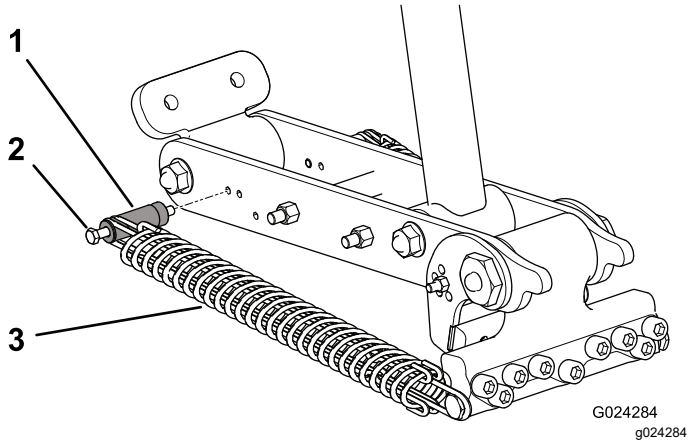
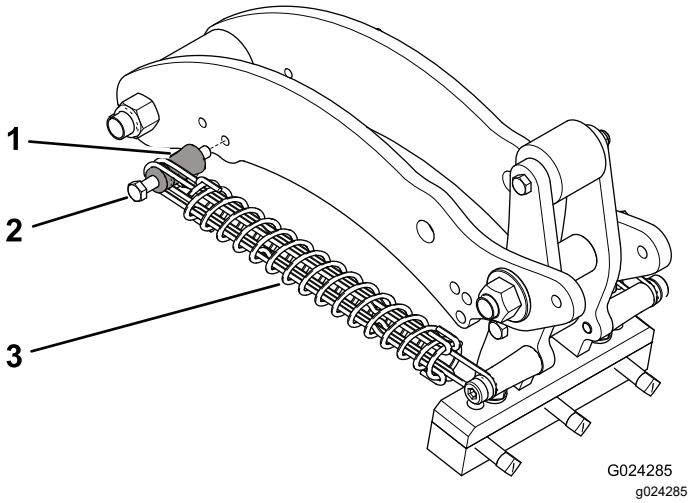

Bild 39
Bild 40
4. Entfernen Sie die Mutter, mit der die Schraube der Federbefestigungsstrebe am Gestängearm befestigt ist (Bild 39 oder Bild 40).
5. Nehmen Sie die Schraube der Befestigungsstrebe und die Befestigungsstrebe vom Gestängearm ab und versetzen Sie sie in das andere Einstellloch (Bild 39 oder Bild 40).